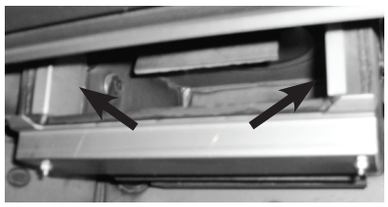

Fig. 14
4. After removing the combustor you will notice stainless bypass retainers on both the left and right sides of the combustor opening **(Fig. 14)**. They secure the bypass door in position during operation. Remove the stainless bypass retainers and set aside.